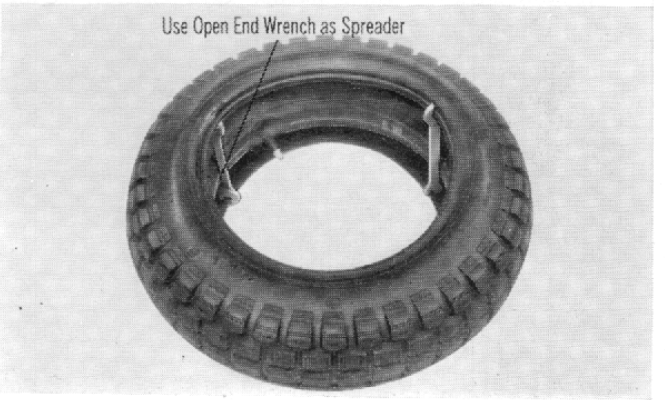

Fig. 88
(4) Wash and clean all ball bearings. Check the bearing for wear and for roughness by rotating the bearings. Replace any defective bearings if required.
(5) Check the brake shoe spring for loss of tension, check the oil seal for any damaged or deformed lips, and check the O ring for damages and loss of tension. Replace any defective parts if required. Inflate the tire and check for air leaks. Check the tire casing for imbedded nails, wires and other foreign objects. Use one or two spreaders to assist in the internal surface inspection of the tire. (Fig. 88)